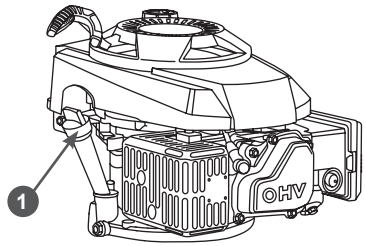

Рис. 9 Крышка-щуп маслозаливной горловины
2. Открутите крышку-щуп 1 маслозаливной горловины и извлеките щуп (Рис. 9).